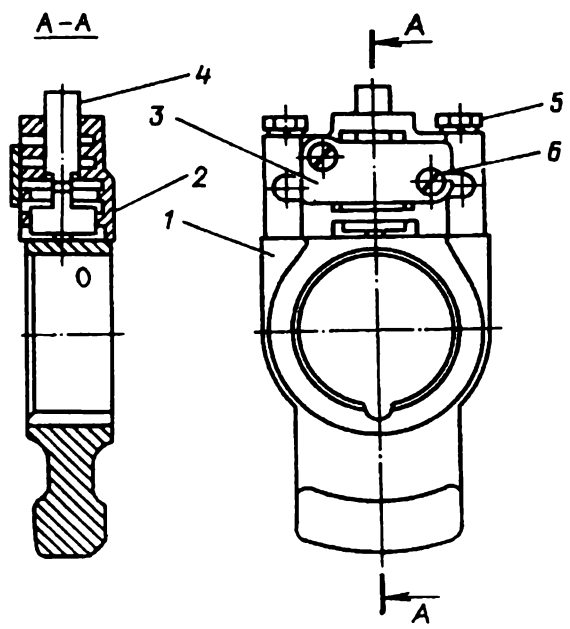

Рис. 105. Центробежный регулятор:
1. Выверните болты *5* (рис. 105) и снимите с противовеса *1* корпус *2* центробежного регулятора.